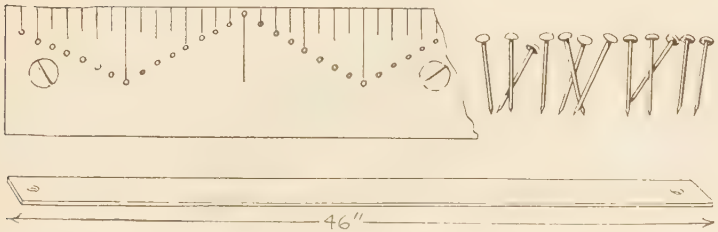

FIG. 95—DIAGRAM OF STRAIGHT EDGE AND RULE STRIPS DRILLED FOR SCREWS AND PINS
6. Buy one dozen brass escutcheon pins small enough to fit in these holes. (Fig. 95.)
7. Buy a steel straightedge $\frac{3}{32}$″ to $\frac{1}{8}$″ thick, 46″ long, 2″ to 3″ wide. (Fig. 95.)